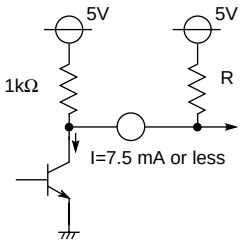

Fig. 1
4. The H and V output pins (pins ㉑ and ㉒) are as shown in Figure 1. Resistance can be inserted into a portion between power supplies to improve the rising speed. However, set the R value to limit the current to 7.5 mA or less. In Figure 1, R is 2 kΩ or more.